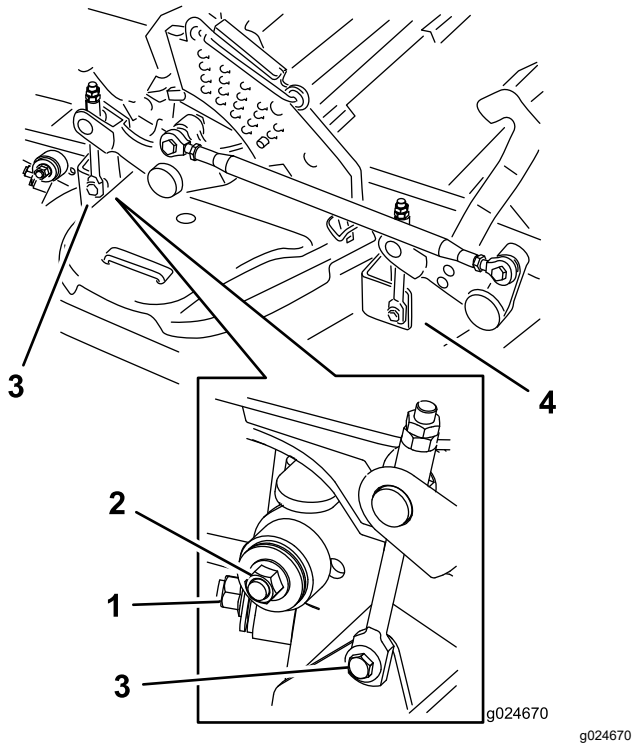

Figur 120
7. Fjern og hold tilbake delene på begge sider av klippeenheten, som vist i Figur 120.